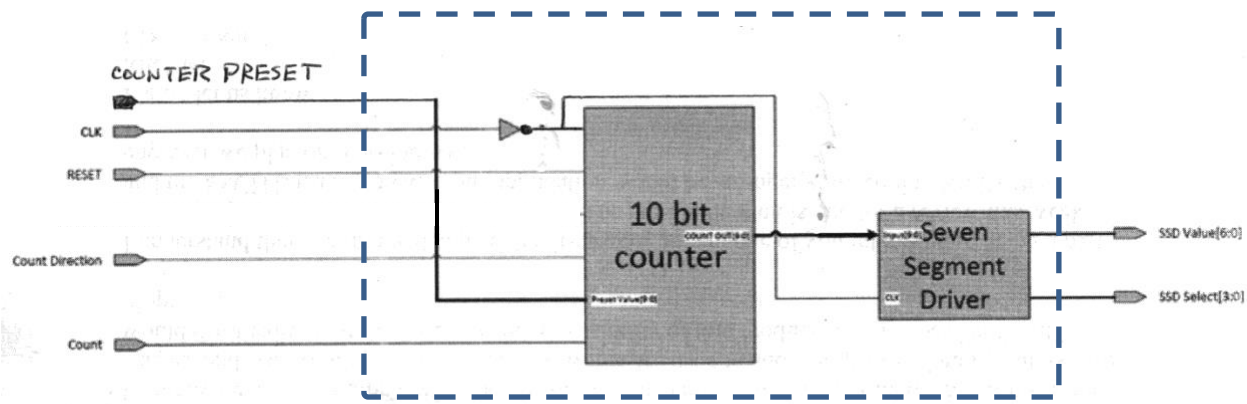

Figure 2: Simple schematic of the design, showing the components and the black-box outline.
- **Read the CLK through a NOT gate** as shown in the figure 2 to avoid a possible error in synthesis.